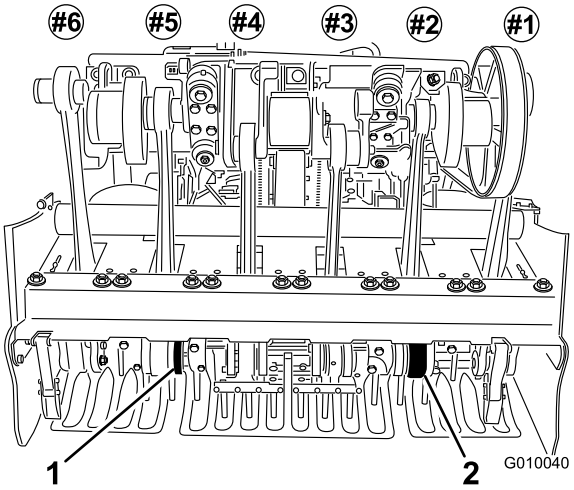

Figura 26
5. Instale os dentes nos suportes de dentes #2 e #5 (Figura 26) Aperte os parafusos.